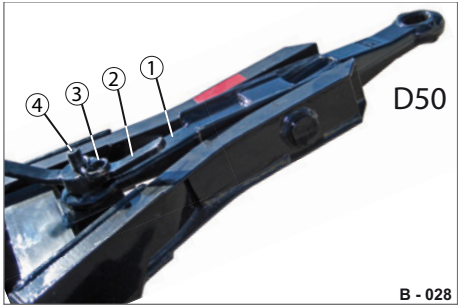

Abb. 39 Zugöse sichern
- ▶ Setzen Sie die Befestigungsschraube (Abb. 39/4) durch die Zugöse und Halterung durch.
- ▶ Schrauben Sie die Flügelmutter (Abb. 39/2) fest auf.
- ▶ Stecken Sie den Federstecker (Abb. 39/3) in die unterste sichtbare Bohrung der Befestigungsschraube ein.